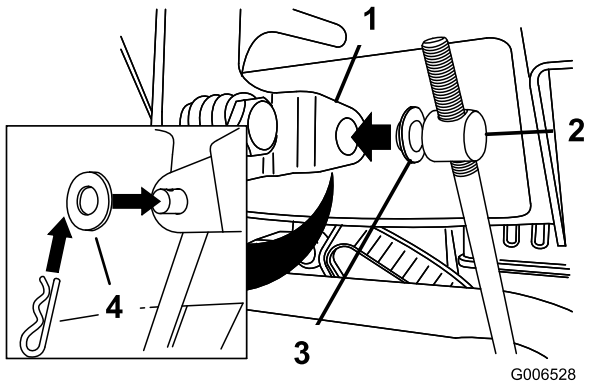

Figur 6
3. Fjern låseclipsen og den ydre skive fra drejetappen på den øverste ende af hastighedskontrolstangen (Figur 6).
Bemærk: Lad den flade skive sidde på drejetappen for at lette monteringen (Figur 6).
6. Løft hastighedskontrolstangen, og sæt drejetappen ind i åbningen i hastighedsvælgerstangen (Figur 6).
B. Tag drejetappen af hastighedsvælgerstangen (Figur 6).
C. Drej drejetappen nedad (med uret) på hastighedskontrolstangen (Figur 6).
D. Sæt drejetappen på hastighedsvælgerstangen (Figur 6).
C. Drej drejetappen opad (mod uret) på hastighedskontrolstangen (Figur 6).